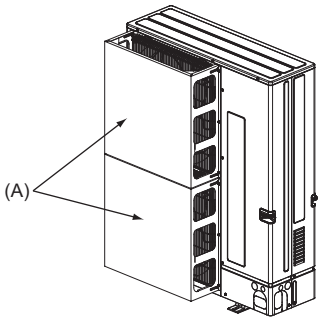

Abb. 2-5
(2) Bringen Sie eine optionale Windschutzführung an, falls das Gerät an einem Ort installiert ist, an dem starker Wind wie etwa von einem Orkan usw. direkt in den Luftauslass eindringen kann. (Abb. 2-5)